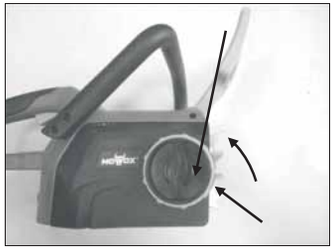

Fig.18
8.4 VERVANGEN ZAAGBLAD EN ZAAGKETTING (FIG.18)